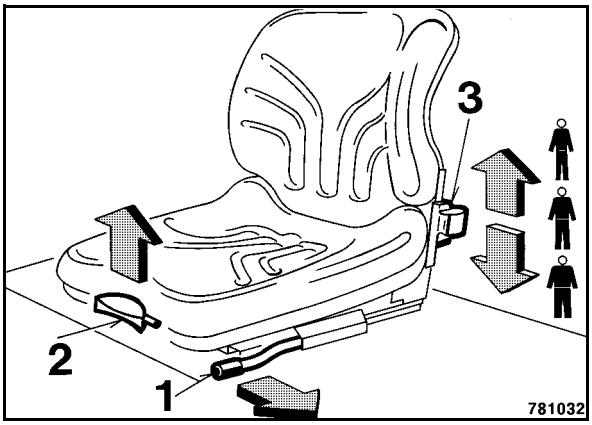

Fig. 69
- To adjust the seat in longitudinal direction push the lever 1 (Fig. 69) outwards.
- Pull the lever (2) up and adjust the backrest.
- Operate the lever (3) to adjust the weight of the operator.